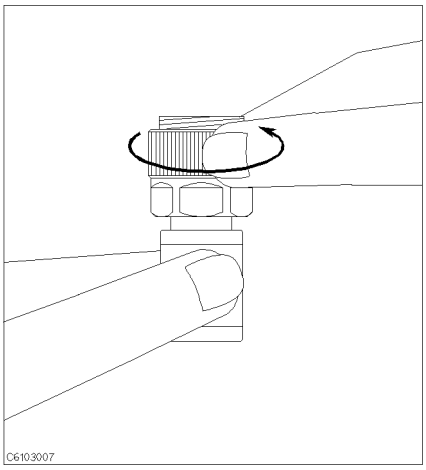

Figure 4-9.
11. Turn only the APC-7® connector nut of the 50 Ω termination as shown in Figure 4-9.